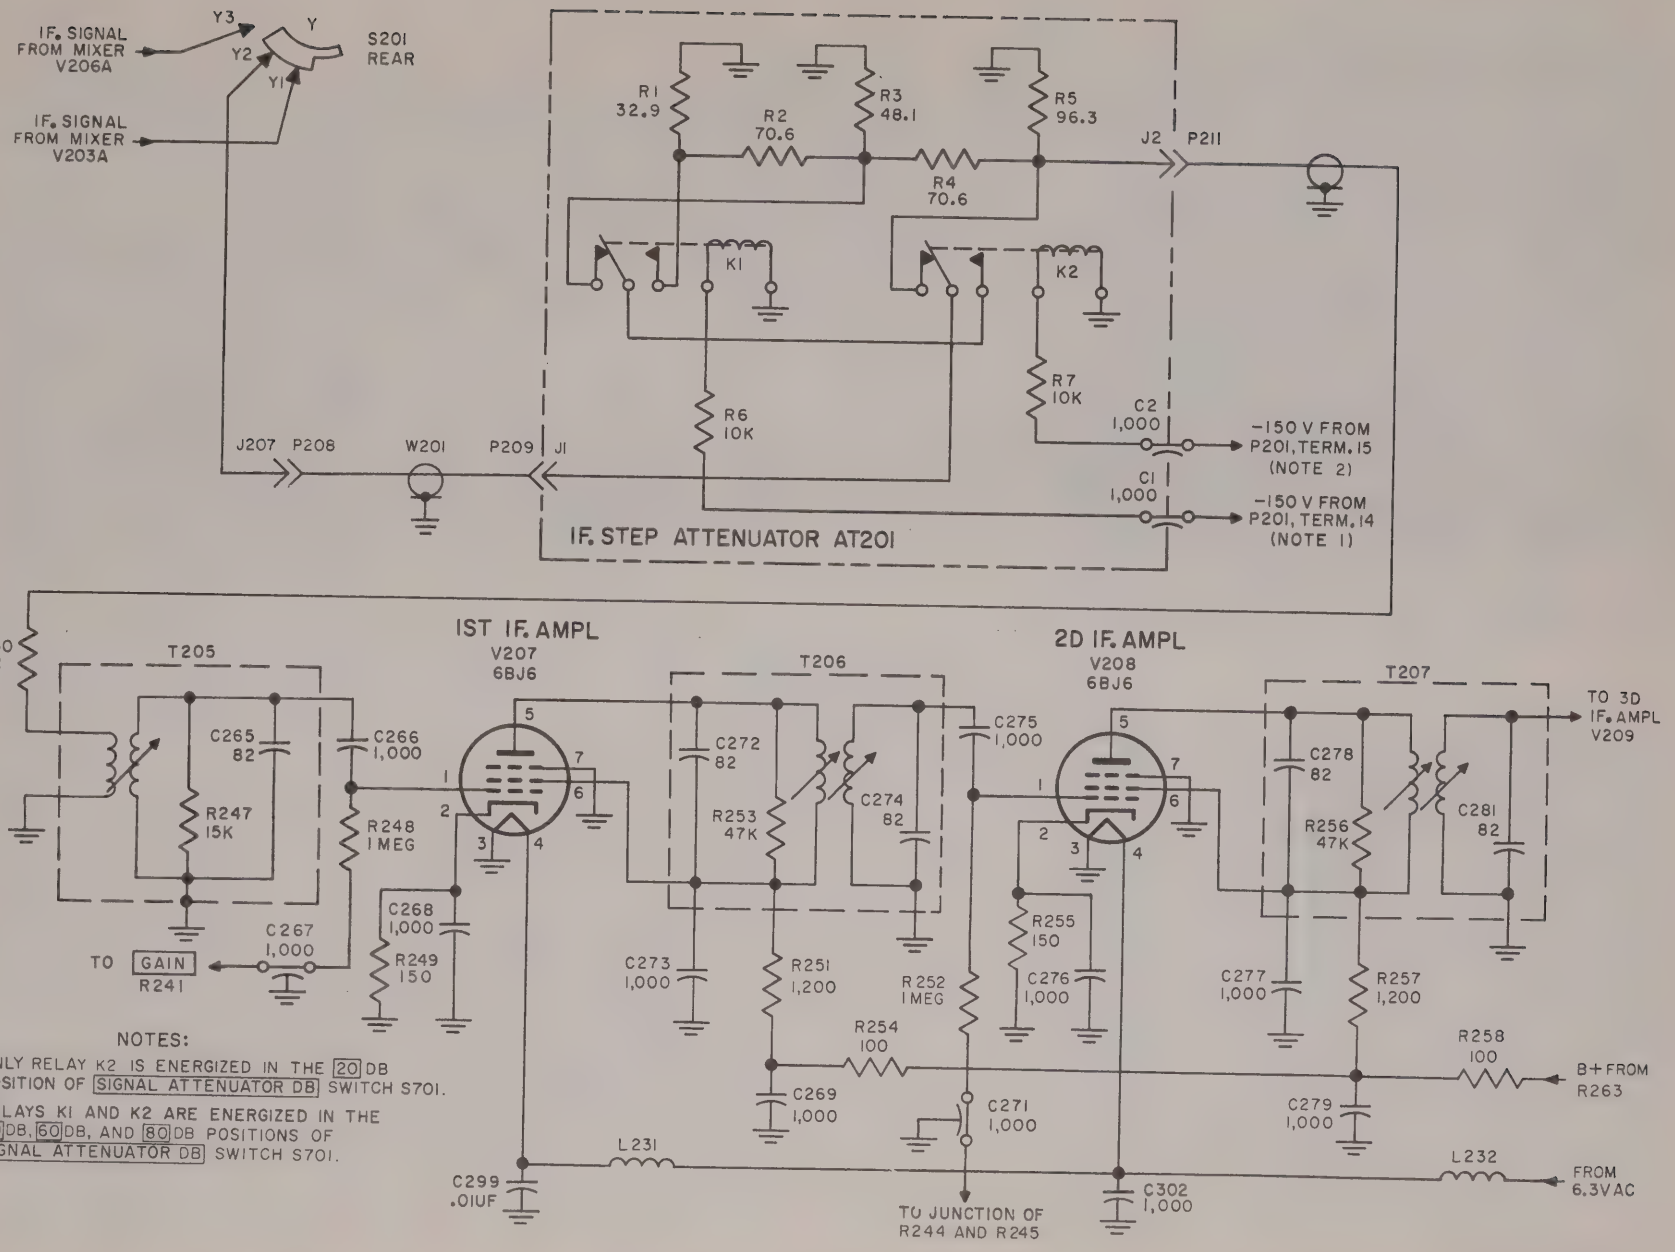
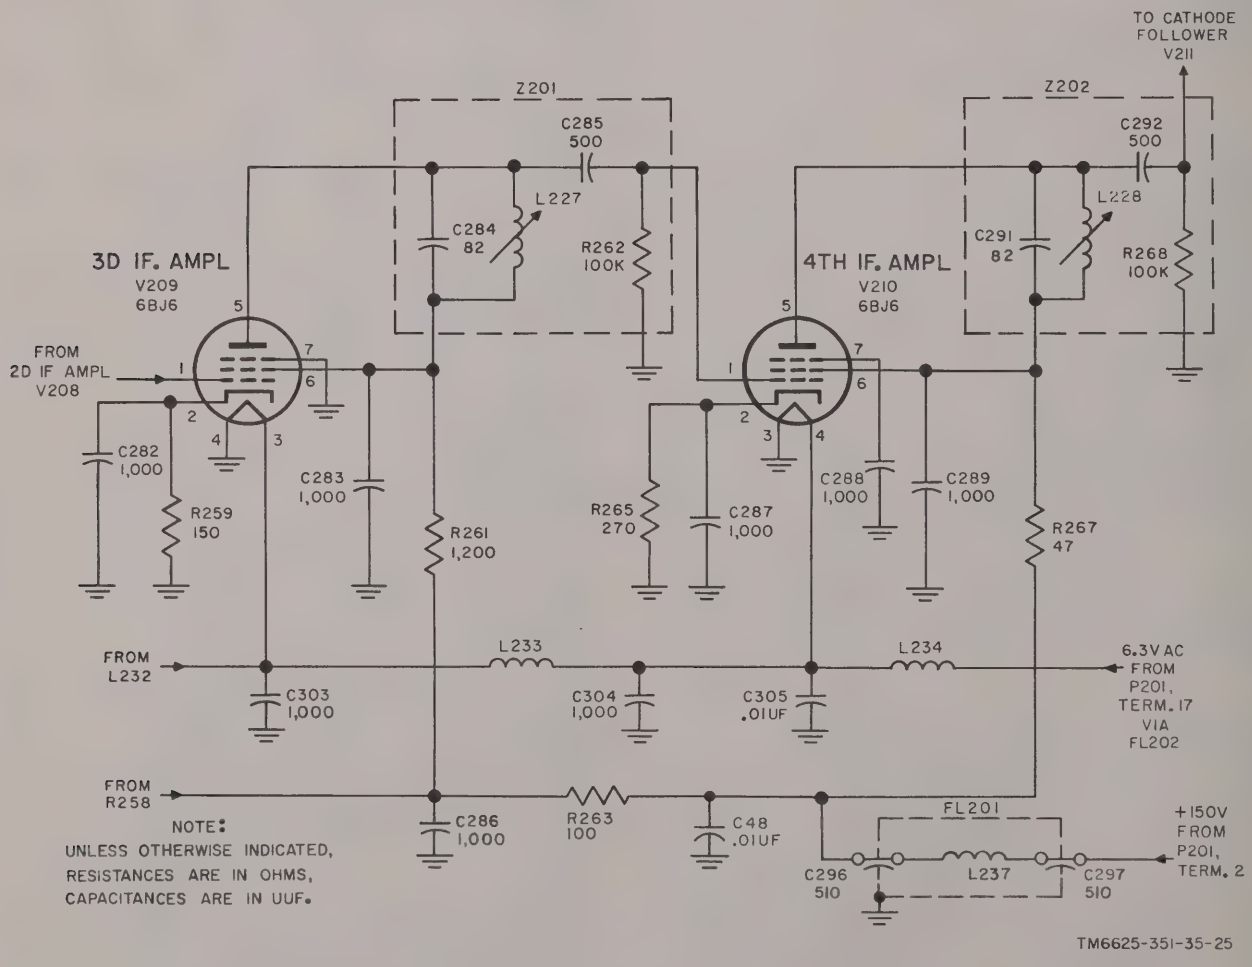

Figure 25. Tuning unit 2, if. step attenuator with if. amplifiers V207 and V208, schematic diagram.
Figure 26. Tuning unit 2, if. amplifiers V209 and V210, schematic diagram.
a. Mixer V203A. The signal voltage from second rf amplifier V202 is applied through coupling capacitor C219 to the grid (pin 2) of the mixer. The voltage generated by oscillator V203B is also applied to the grid of the mixer by coupling capacitor C222. The input voltages are developed across grid resistor R212. Cathode bias is developed by the current flow through R213, which is bypassed by C221. Resistor R219 and capacitor C229 provide decoupling for the plate circuit. The plate circuit load consists of the primary of rf transformer T202 and its parallel capacitor C227. Resistor R217 functions as a parasitic oscillation suppressor. Bypass capacitor C257 prevents rf currents from circulating in the 6.3-volt ac heater circuit. The 10.7-mc output of the mixer voltage is fed through switch S201A to if. step attenuator A201 (fig. 25).
39. If. Step Attenuator AT201 (fig. 25)
40. If. Amplifier, Detailed Analysis (fig. 25 and 26)
a. Interstage Transformer T205 (fig. 25). The attenuated if. signal at connector J2 on if. step attenuator AT201 is dc coupled, through resistor R250 to the primary winding of T205. The signal is stepped up in amplitude by T205 secondary winding, which is tuned to 10.7 mc when this winding is resonated with the parallel-connected capacitor C265. Resistor R247 loads the secondary winding. The if. signal is coupled from the secondary of T205, through C266, to the grid of first if. amplifier V207.
b. If. Amplifiers V207 and V208 (fig. 25). Although all four if. amplifiers are essentially the same in function and description, the method of biasing V207 and V208 differs from that employed in the circuits for V209 and V210 (fig. 26). A second difference exists because double-tuned transformers are connected in the plate circuits of V207 and V208; single-tuned impedance networks are sufficient to maintain the desired selectivity in third and fourth amplifiers, V209 and V210 (fig. 26).
(1) The secondary of if. interstage transformer T205 is tuned to 10.7 mc and feeds the signal to the control grid of V207 through capacitor C266. Cathode bias is supplies by the voltage drop across R249, which is bypassed by C268. Grid resistor R248 is connected through feedthrough capacitor C267 to the variable arm of GAIN control R241. The feedthrough capacitor functions as an rf bypass and couples the bias voltage from the panel-mounted GAIN control to the grid of V207. The amplification of the signal through V207 is dependent on the bias voltage applied to the grid (pin 1) through GAIN control R241. Resistor R251, bypassed by C273, decreases the screen grid and plate voltage. Resistor R254 and capacitor C269 provide decoupling for the plate and screen circuits. Bypass capacitors C299 and C302, together with chokes L231 and L232, prevent rf currents from circulating in the heater circuit. The output of V207 is applied to the primary of T206. The primary winding and the parallel capacitor, C272, resonate together at the intermediate frequency. The output of T206, developed across the secondary winding and parallel capacitor C274, is coupled to second if. amplifier V208. Resistor R253 lowers the Q of the transformer tuned circuit.
c. If. Amplifiers V209 and V210 (fig. 26). The output of second if. amplifier V208 is coupled to the grid of third if. amplifier V209. This stage operates with cathode bias developed across resistor R259, which is bypassed by capacitor C282. Resistor R261, bypassed by C283, decreases the screen grid and plate voltage. Tuned coil L227 completes the dc path to the plate (pin 5) of amplifier V209. Resistor R263 and capacitor C286 provide decoupling. Additional decoupling in the +150-volt supply line is provided by low-pass filter FL201. This filter permits the 150-volt B+ output from the power supply to be coupled through feedthrough capacitors C297 and C296 to the 150-volt bus in the if. amplifier subassembly; simultaneously, the filter coil presents a high-impedance input to the 10.7-mc frequencies present in the plate and screen circuits. Bypass capacitors C303, C304, and C305, together with chokes L233 and L234, prevent rf currents from circulating in the heater circuit. A second low-pass filter network, FL202, provides additional protection in assuring that the heater power source is free of residual rf and if. currents. The output of V209 is applied to tuned impedance network Z201. This network consists of tuned coil L227, which resonates with capacitor C284 to the desired center frequency of 10.7 mc. Capacitor C285 is included within the shielded network, and couples the output to fourth if. amplifier V210. Resistor R262, also housed within the shield, is the grid return for V210.